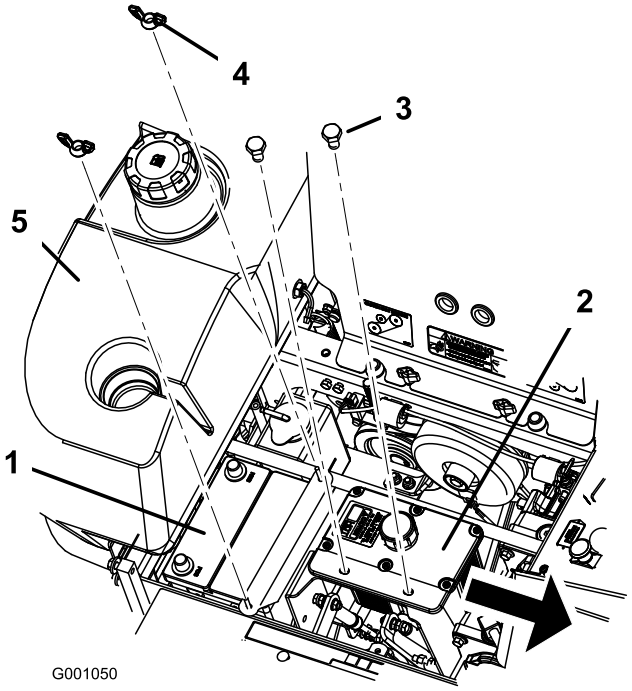

**Figur 51**
6. Fjern de to vingemøtrikker (1/4 tomme), som fastholder batteriets spændestykke (Figur 51).
7. Løsn de to bolte, der holder hydrauliktanken (Figur 51).
1. Placer batteriet i bakken, så polerne vender væk fra hydrauliktanken (Figur 51).
6. Fastgør batteriet med J-bolte, hold spændestykket og 2 skiver (1/4 tomme) nede og 2 vingemøtrikker (1/4 tommer) (Figur 51).